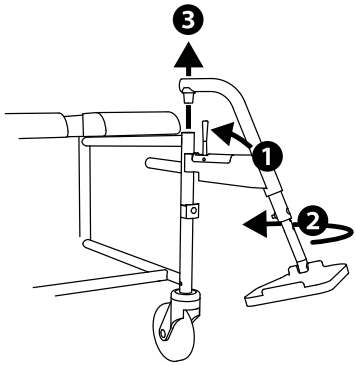
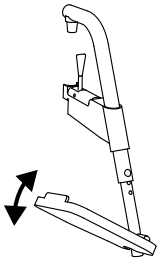

fig.14
fig.15
3. Para abatir los reposapiés, tire de la palanca del tubo del chasis (1, fig. 14) y desplace al mismo tiempo los reposapiés hacia fuera (2, fig. 14).
4. En este momento los reposapiés pueden extraerse hacia arriba (3, fig. 14).
2. Para que resulte más fácil sentarse y levantarse de la silla, las placas de los reposapiés pueden plegarse hacia arriba (fig. 15) o pueden retirarse hacia fuera los reposapiés completos (fig. 14).